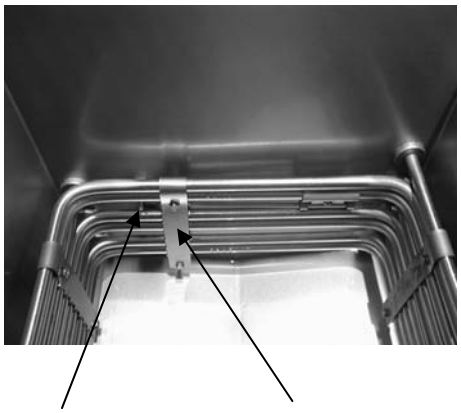

Fig. 2-1
9. Evenly space the element spreaders on the sides of the elements and reinstall bolts. Place the fifth spreader in the front of the elements as to protect the temperature probe. (Fig.2-1